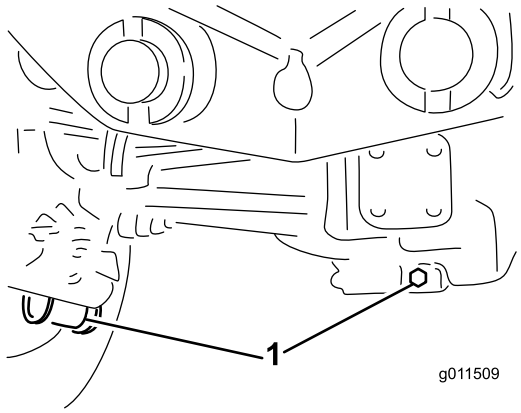

Figuur 62
2. Reinig de omgeving van de drie aftappluggen, (1) aan elke kant en (1) in het midden (Figuur 62).